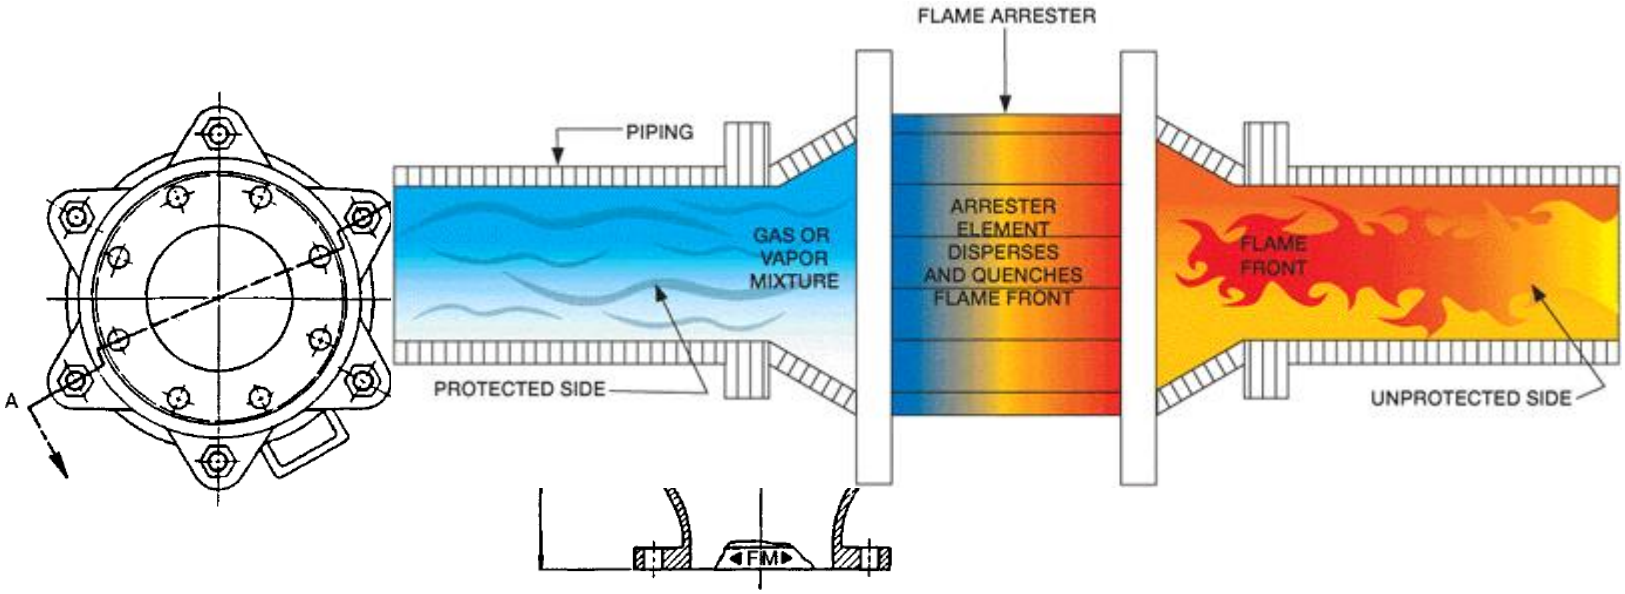

Figure 2-11. Typical flame arrestor (*courtesy of Groth Equipment Corp.*).
- Figure 2-11 shows a typical flame arrestor. The tubes in the device keep a vent flame from traveling back into the tank.